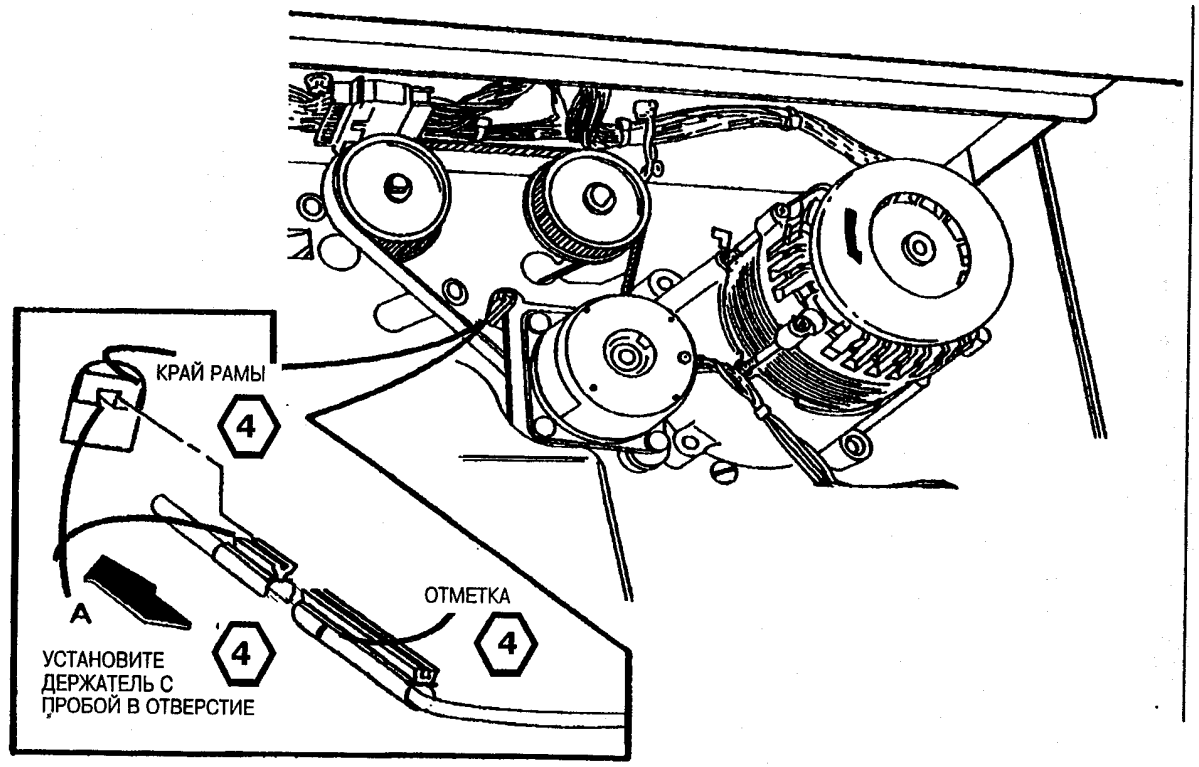

Рис.2. Установите пробу электрометра.
5. (Рис.2): Установите пробу электрометра.